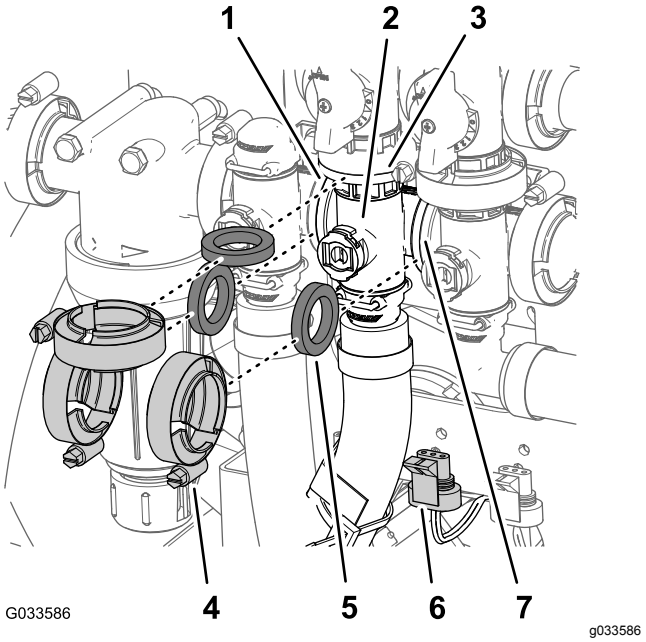

Figur 115
1. Fjern tre flangeklemmer og tre pakninger, der fastgør omrøringsventilens manifold (Figur 115) til omrøringsomløbsventilen, hastighedsreguleringsventilen og hovedbomventilen.